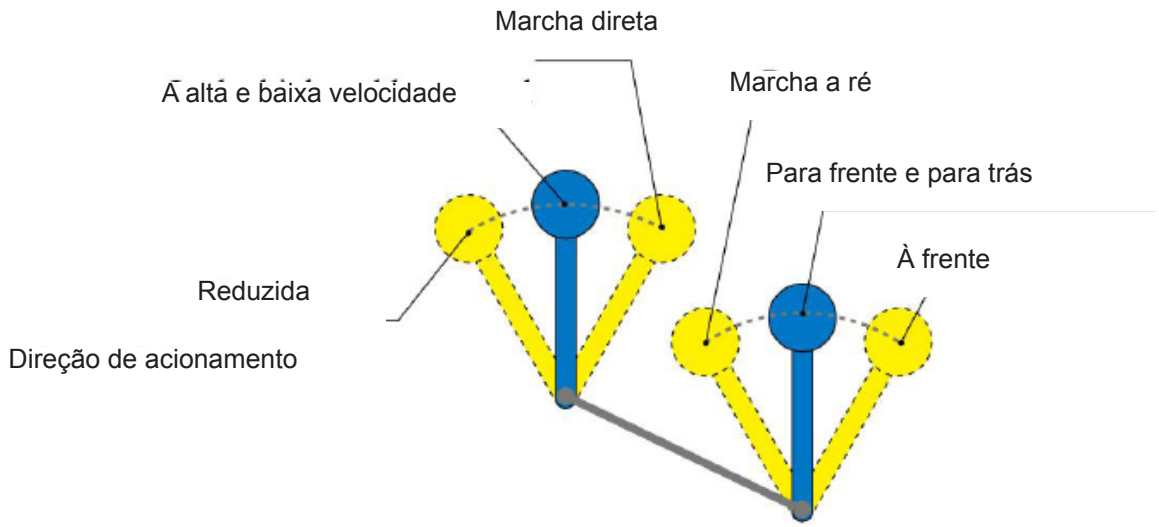

Figura 3. Alavanca de câmbio
- Alavanca de câmbio (consulte a Figura 3)